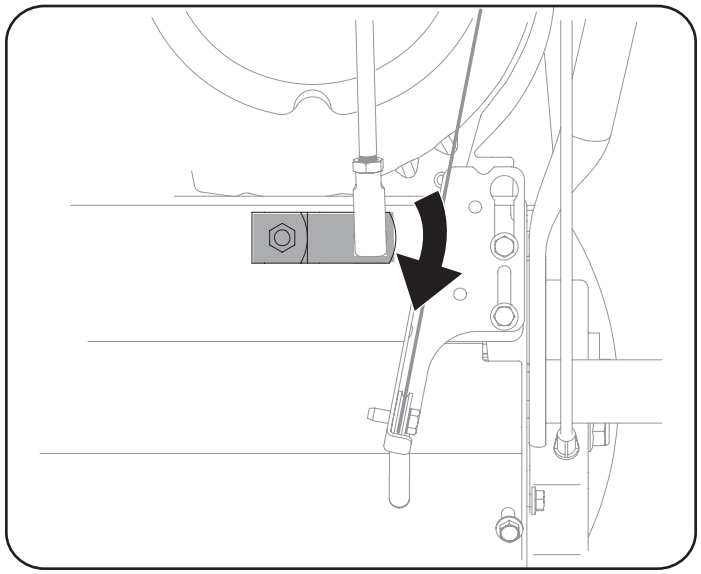

Figura 32
9. Asegúrese de que la palanca de cambios que está en la parte posterior de la transmisión esté girada hacia abajo al máximo. Consulte la Figura 32.
10. Inserte la férula en el orificio superior de la palanca de cambios y asegúrela con pasador de chaveta y arandela que quitó en el Paso 8. Consulte la Figura 32. Es posible que deba ajustar la férula hacia arriba o abajo.